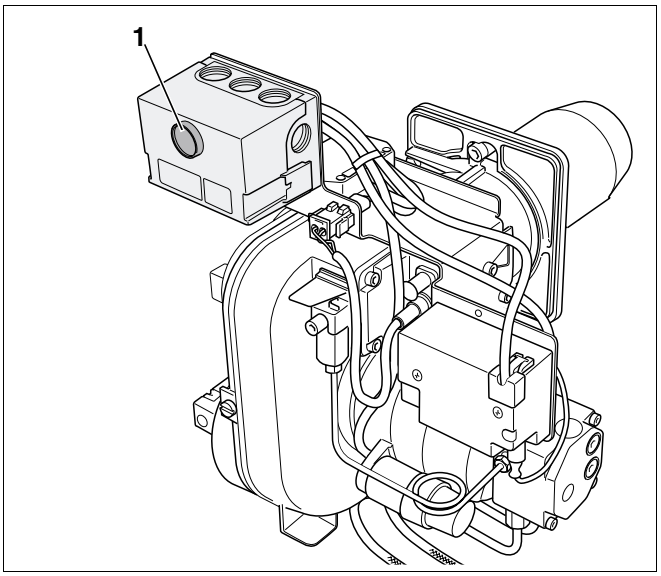

Рис. 7 Кнопка подавления помех и сигнальная лампочка
- Выпустите воздух из системы с помощью встроенного топливного насоса без повторного нажатия кнопки подавления помех (рис. 7, **поз. 1**).
- Нажмите кнопку подавления помех (рис. 7, **поз. 1,** стр. 15).
- По истечении времени ожидания, составляющего примерно 50 секунд, нужно разблокировать автомат горения дизельного топлива, нажав кнопку подавления помех (рис. 7, **поз. 1**, стр. 20).